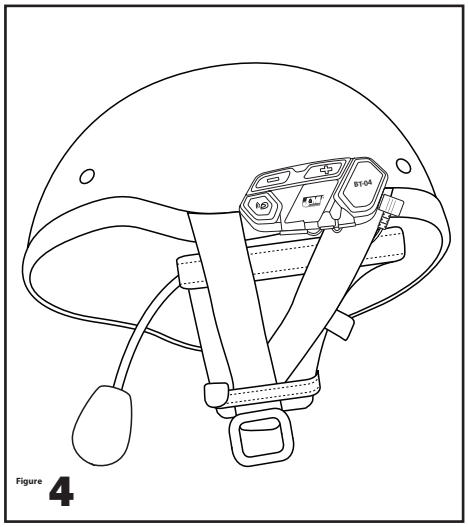

Figure 4
6. Complete the installation by plugging the headset into the BT-04 module and then routing both helmet straps through the small retention loops on both sides of the headset. **See Figure 4.**